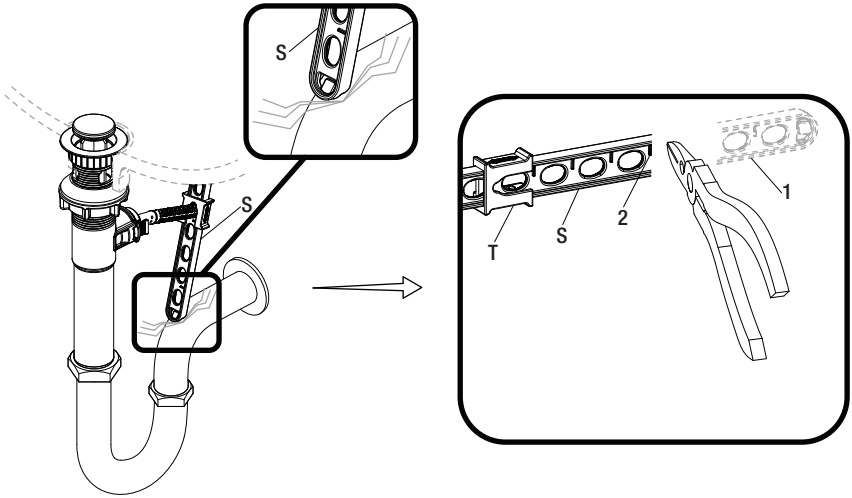

Fig. 1 Fig. 2
- ☐ Si la presilla de la varilla de elevación (S) interfiere con tu instalación, como se muestra en la Fig. 1, la presilla de la varilla de elevación (S) puede recortarse.